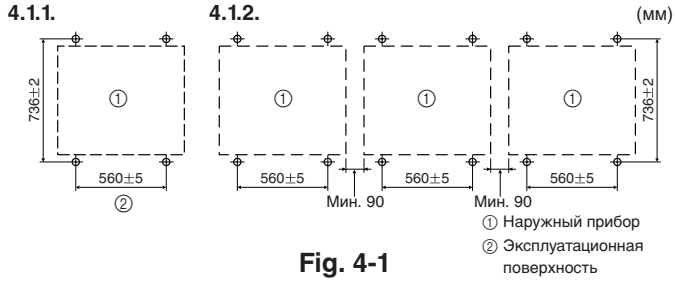

Fig. 4-1
4.1.1. При установке одиночного наружного прибора (Fig. 4-1)